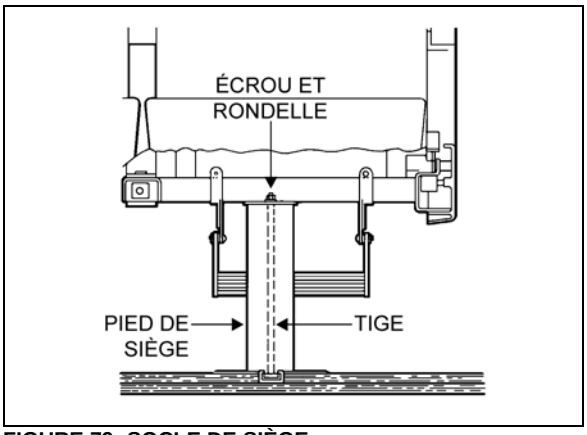

FIGURE 79: SOCLE DE SIÈGE **18107**
5. Retirer les deux écrous et les deux rondelles qui fixent le châssis de siège aux tiges du socle. Voir la Figure 79.